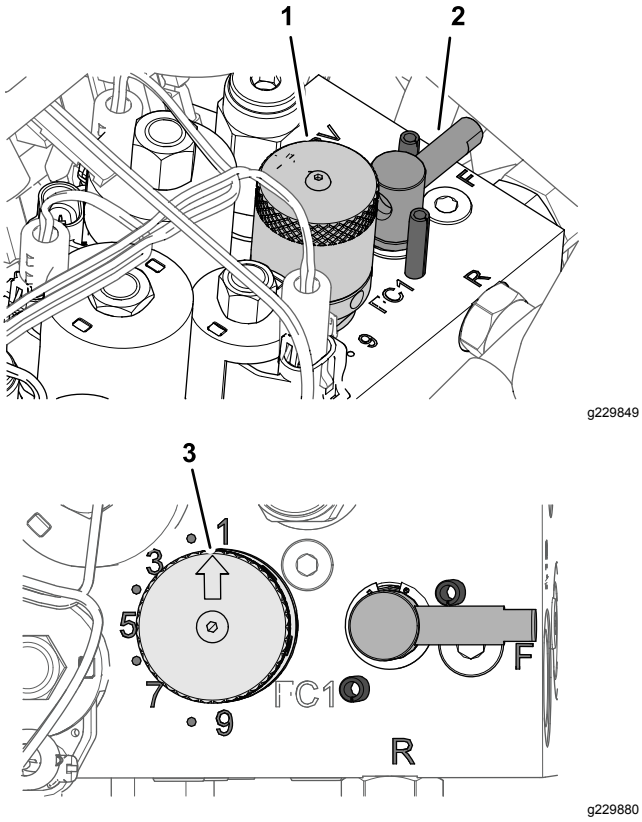

Figure 63
5. To adjust the reel speed by rotating the knob of the reel-speed control (Figure 63) until the indicator arrow are in line with the number that you determined in step 3.